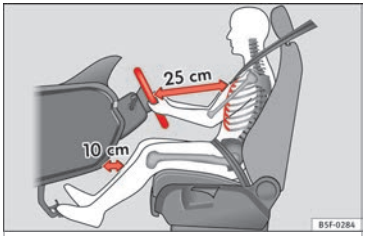

Fig. 72 The proper distance between driver and steering wheel.
– Adjust the steering wheel so that there is a distance of at least 25 cm between the steering wheel and the centre of your chest ››› **Fig. 72**.
- **Adjust the driver's seat so that there is at least 25 cm distance between the centre of the chest and the centre of the steering wheel ››› Fig. 72. If you are sitting closer than 25 cm, the airbag system cannot protect you properly.**